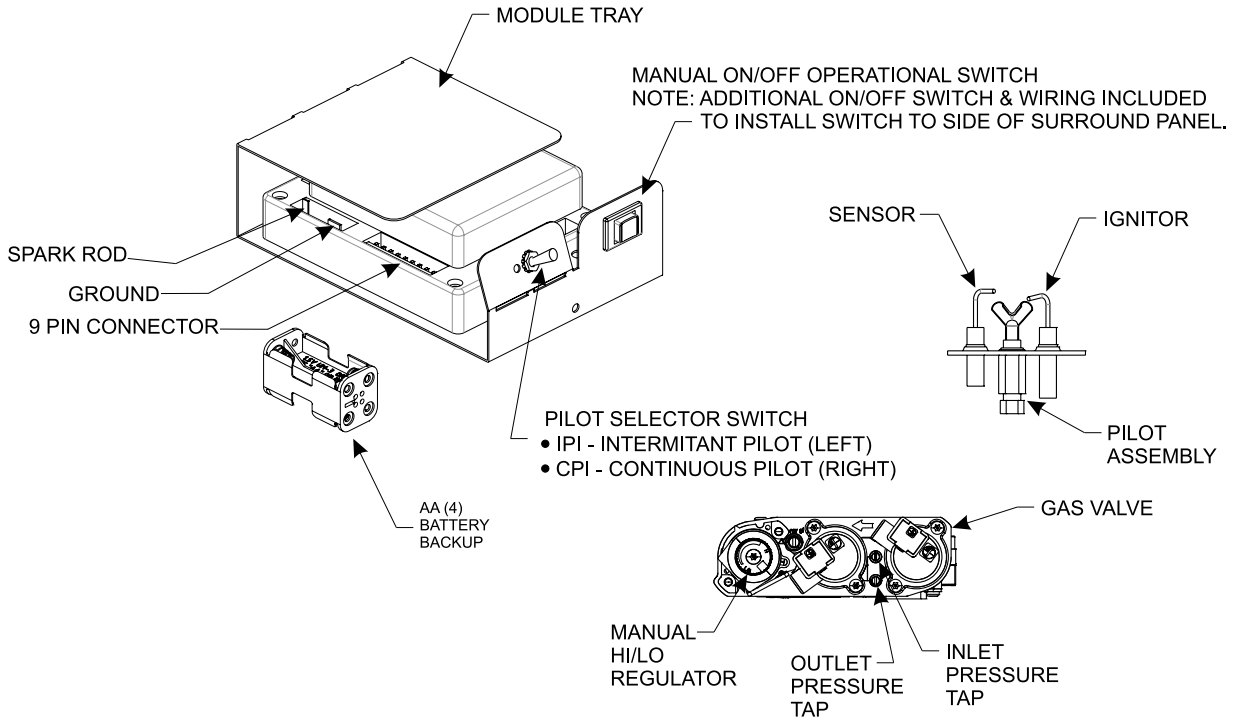

Figure 65
Note: A small toggle switch is located on the front of the module tray that is used to switch from IPI (left) to the CPI (right). See Figure 65.
3. The gas valve has inlet and outlet pressure taps as shown in Figure 65. Refer to page 12 for gas pressure requirements.
Note: The gas control has a manual HI/LO flame adjustment knob (regulator) that allows you to increase or decrease the height of the burner flame. See Figure 65. Rotate the HI/LO knob counterclockwise to “HI” to increase the flame height, and clockwise to “LO” to decrease the flame height.
To connect the remote receiver to the appliance, first disconnect the ON/OFF switch wires from the white and green wire connectors and connect the wires from the remote receiver to the green and white wire connectors. See Figure 65.